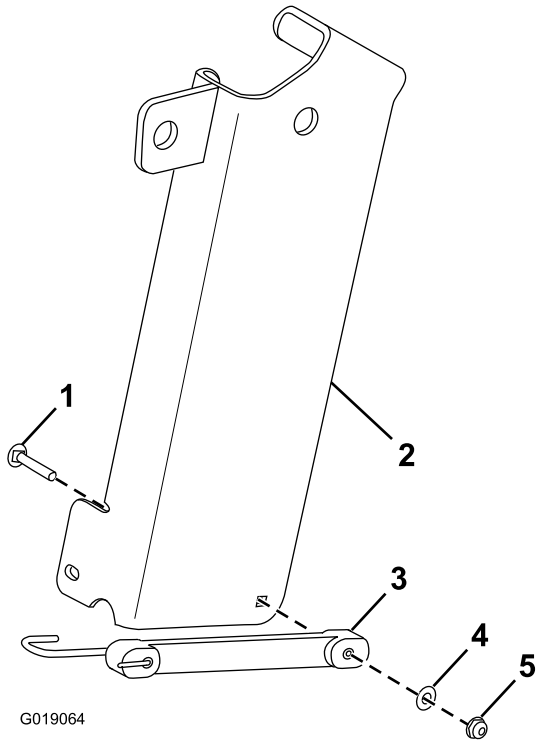

Figur 1
1. Fastgør det elastiske kabel til opbevaringsbeslaget til donkraften med en bræddebolt, en flad skive og en sekskantet flangemøtrik (Figur 1).